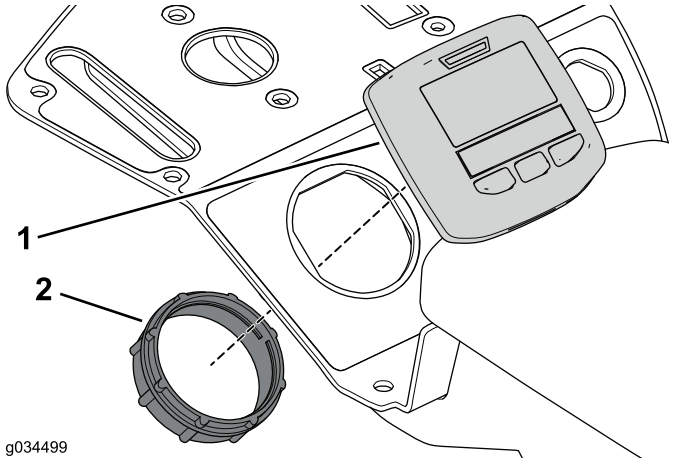

Figure 28
3. Use the retaining ring to secure the display to the console assemble (Figure 28).